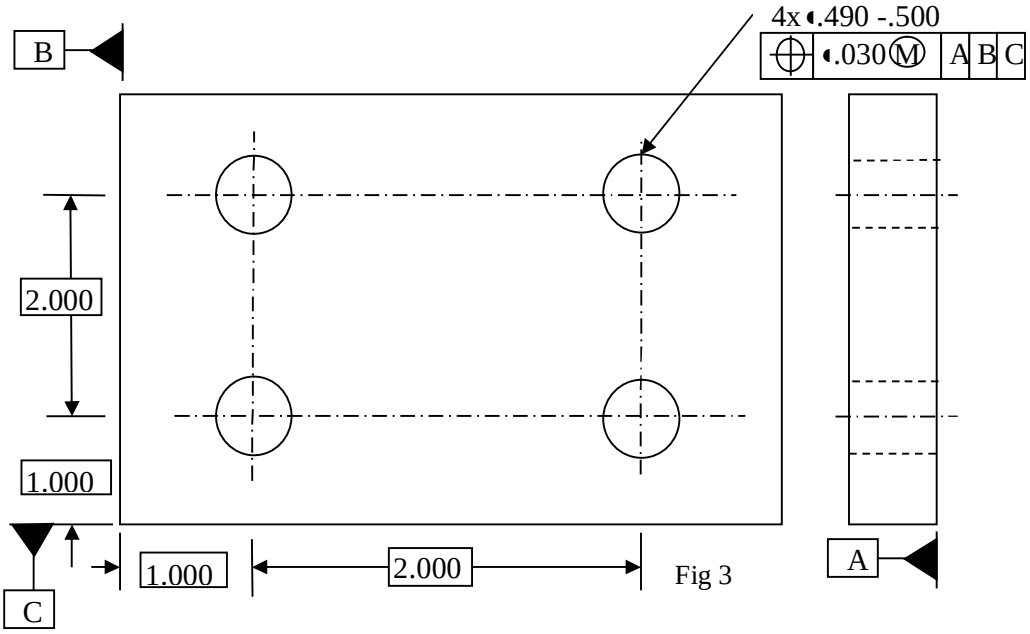

Fig 3
Q.3 **(a)** Design the paper gauge for the component shown in figure 3 below **07**
Q.5 **(a)** Convert the component shown in figure 3 to a non-GD&T dimensioned component **07**